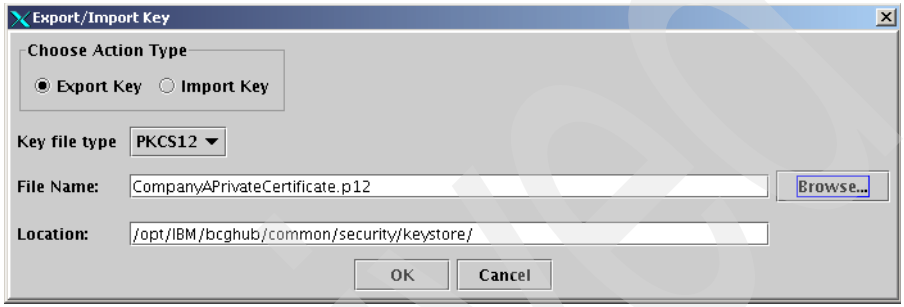

Figure 8-26 Export a key
2. In the Export/Import key window (Figure 8-26), complete these tasks: